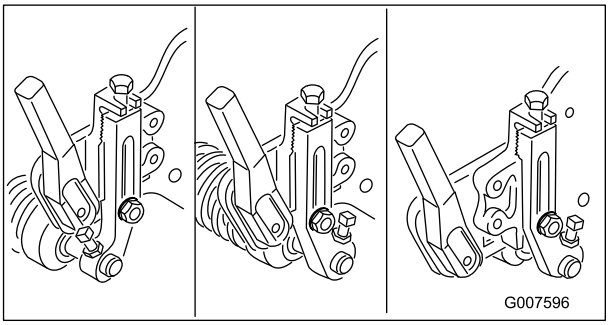

**Rysunek 50**
**Informacja:** Rolka przednia może być ustawiona w trzech różnych położeniach (Rysunek 50), zależnie od zastosowania i potrzeb użytkownika.